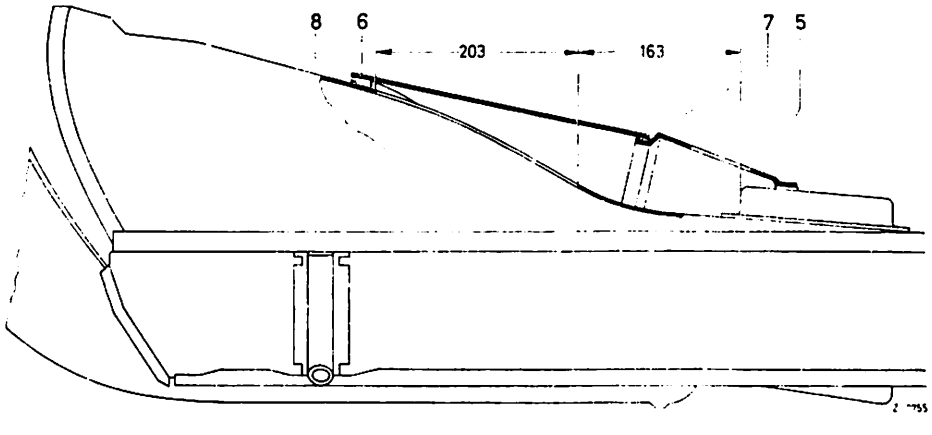

Figure 2
8. Remove felt of tunnel, front. Now mark center of tunnel and a distance of 163 mm from cross beam below the driver seat up to the tunnel cut-out, (figure 2).